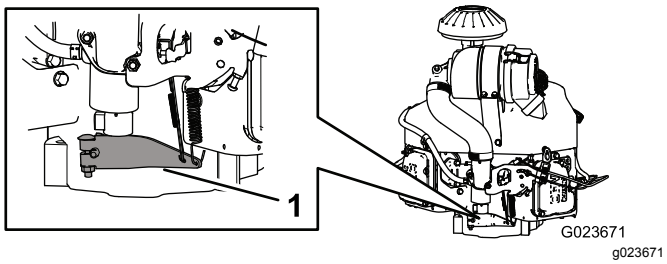

Figur 66
3. Tryck varvtalsspakens fjäderände nedåt (Figur 66).